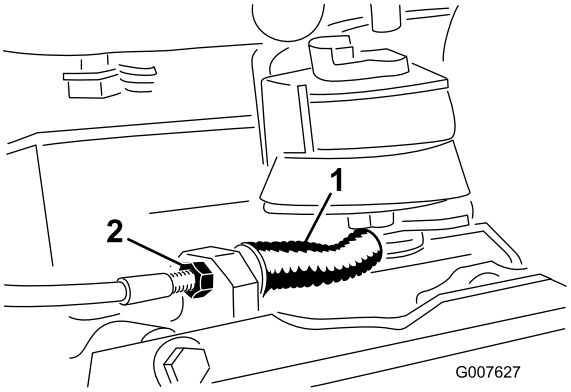

Rysunek 33
- Aby zmniejszyć napięcie linki, poluzuj przednią przeciwnakrętkę linki i dokręć tylną przeciwnakrętkę (Rysunek 33). W razie potrzeby, powtórz kroki 1 i 2 i ponownie wyreguluj.
- Aby zwiększyć napięcie linki, dokręć przednią przeciwnakrętkę linki i poluzuj tylną przeciwnakrętkę (Rysunek 33). W razie potrzeby, powtórz kroki 1 i 2 i ponownie wyreguluj.